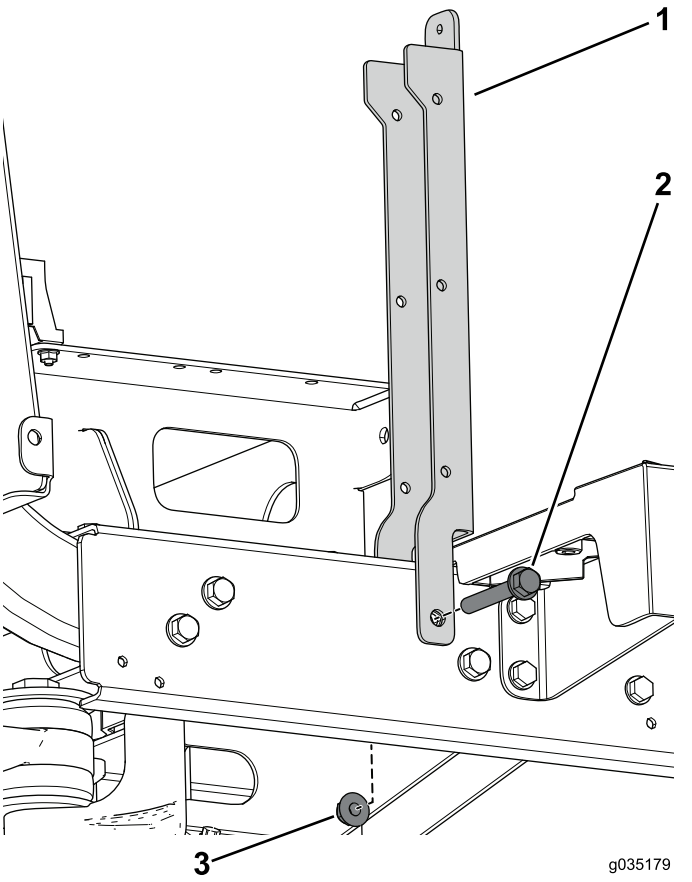

Figuur 84
4. Gebruik de flensbout (3/8 x 2-1/2 inch) en flensmoer om de stoelsteun te bevestigen (Figuur 84).